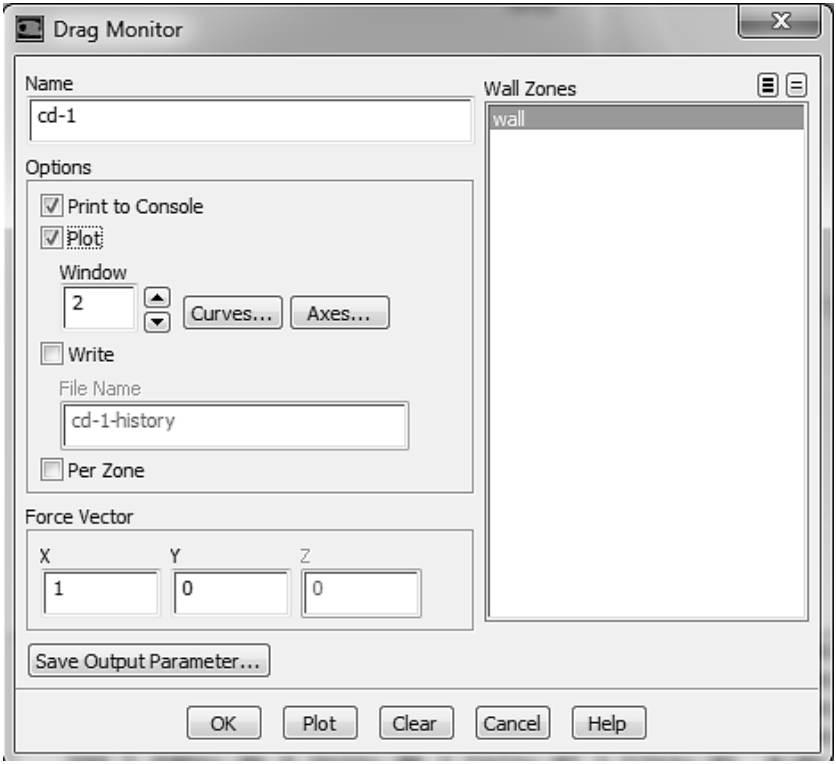

Рис. 51.
5) В окне Wall Zone выбираем wall, рис. 51.